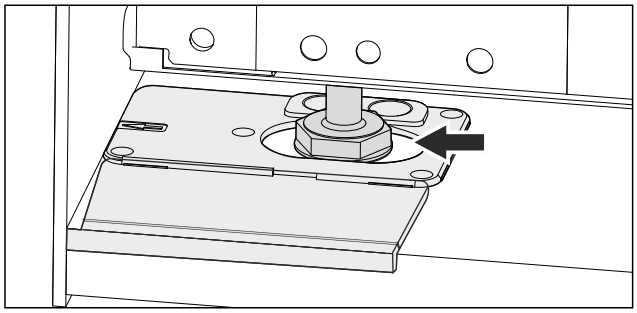

Fig. 50
▶ Align the appliance with the adjustable feet. *Fig. 50 ()*